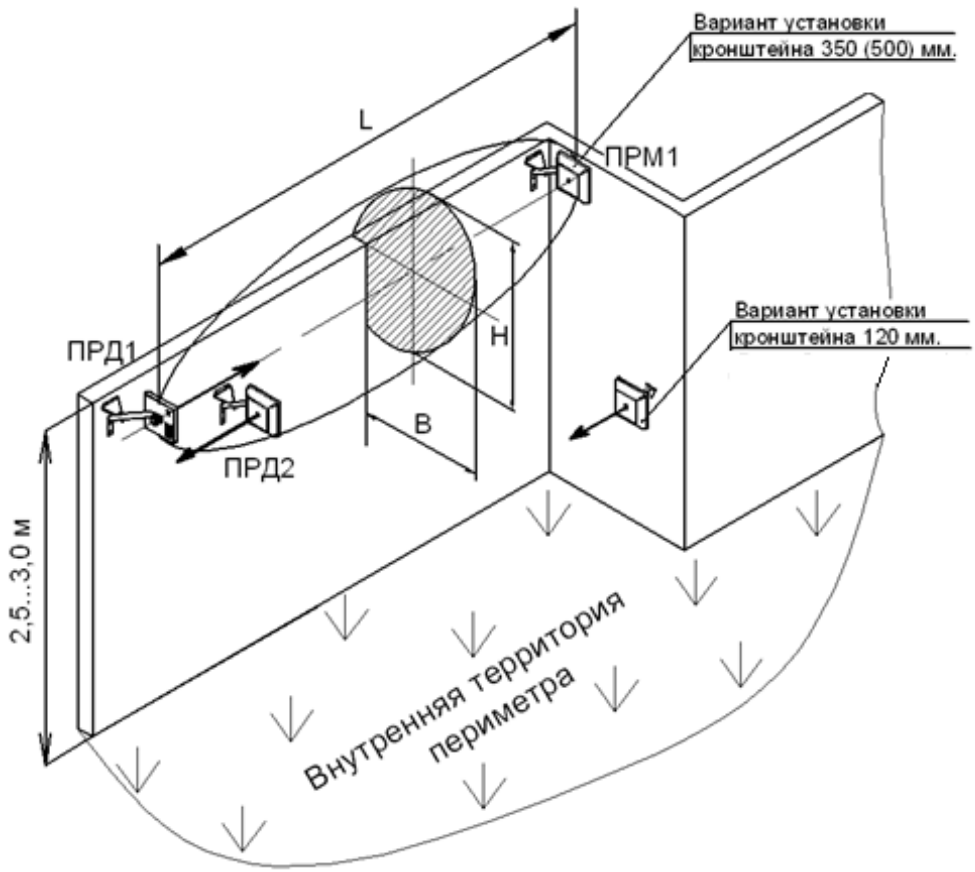

Рисунок 2.6 – Пример установки извещателя с применением выносных кронштейнов 500, 350, 120 мм
– КРОНШТЕЙН-500 (вынос 500 мм) рекомендуется применять, если верх заграждения «закрыт» средствами физической защиты (АСКЛ, АКЛ и т.п.) (см. рисунок 2.6);
– КРОНШТЕЙН-350 (вынос 350 мм) рекомендуется применять, если по верхней части заграждения отсутствуют средства физической защиты (см. рисунок 2.6).